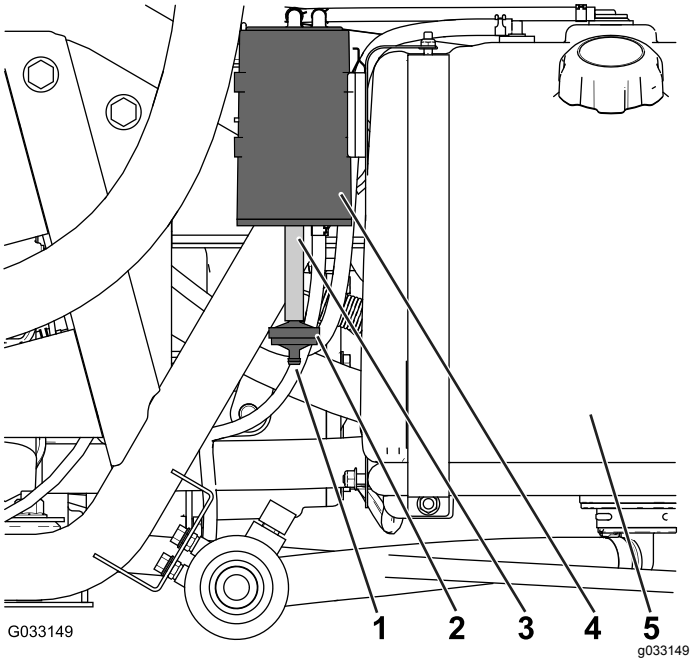

Rysunek 47
Sprawdź otwór u dołu filtra powietrza węglowego pochłaniacza oparów i upewnij się, że jest czysty, drożny i wolny od zanieczyszczeń (Rysunek 47).
1. Odłącz przyłącze karbowane filtra w węglowym pochłaniaczu oparów od węża w dolnej części pochłaniacza, a następne zdejmij filtr (Rysunek 47).